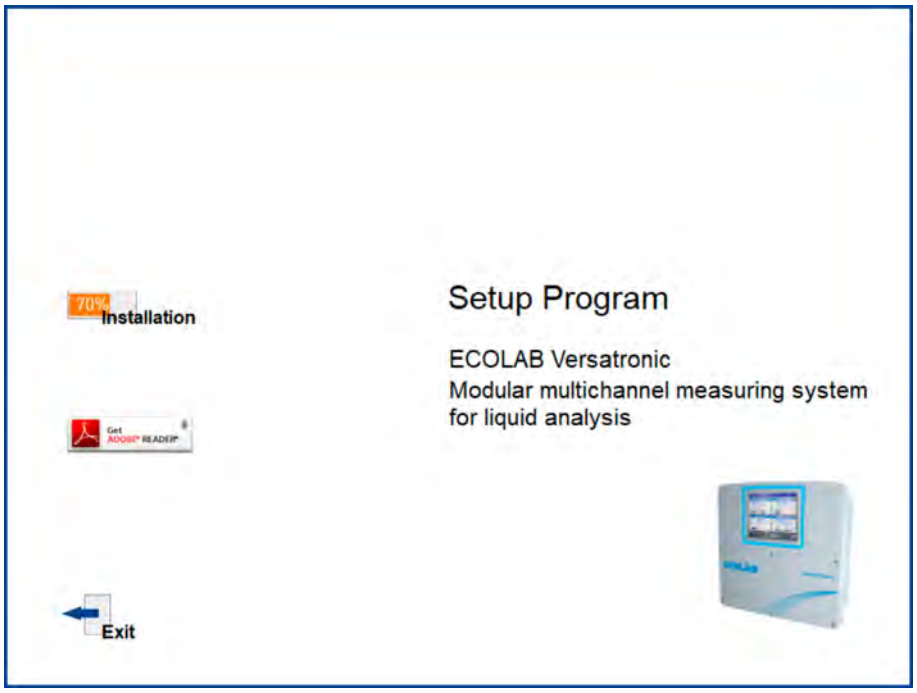

Fig. 99: Start screen setup program
4. Read and accept the license agreement. Accept the agreement is a prerequisite that can be install the software. (See Fig. 99 .)